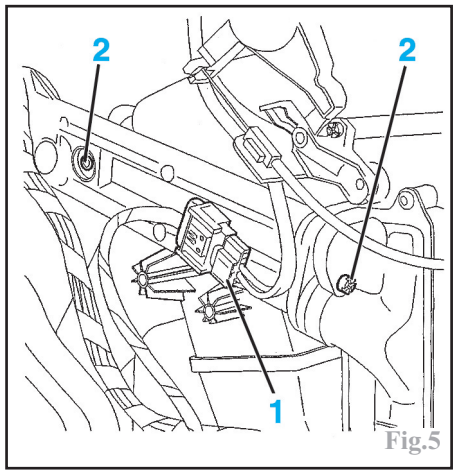

Fig.5
Débrancher le connecteur (1) (Fig.5).